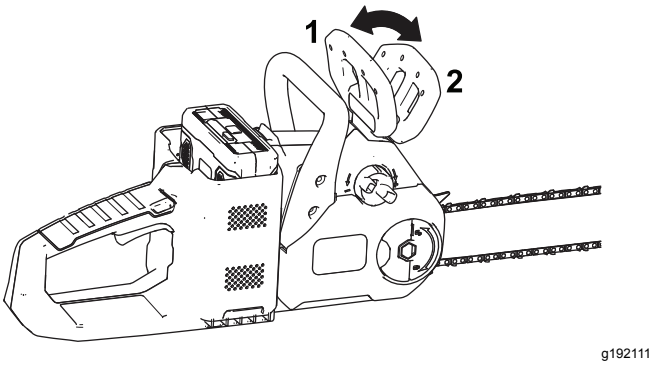

Figure 8
5. Vérifiez que le frein de chaîne est en position de MARCHE (Figure 8).
Quand vous n'utilisez pas la tronçonneuse ou que vous la transportez vers ou depuis la zone de travail, placez le frein de chaîne à la position d'ARRÊT (Figure 8).